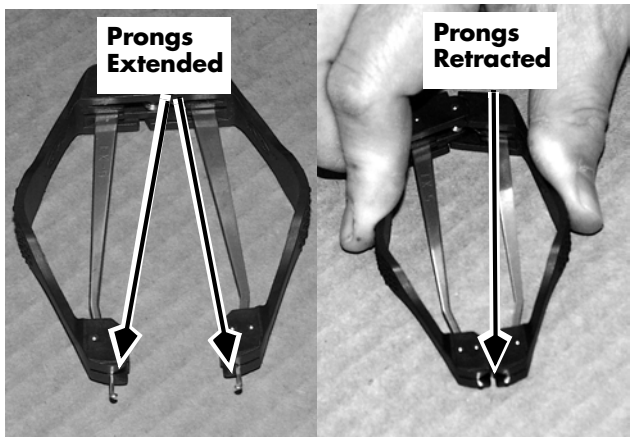

Figure 7-95: Chip Extraction tool P/N 950-032
3. The only approved circuit chip extraction tool for this lift truck is P/N 950-032. See Figure 7-95.
4. Gently but firmly squeeze the jaws of the tool together. The prongs will retract, lifting and loosening the chip from its socket. (See Figure 7-95 to see the lifting action of the retracting prongs.) **Do not rock or pull on the chip to release it.**